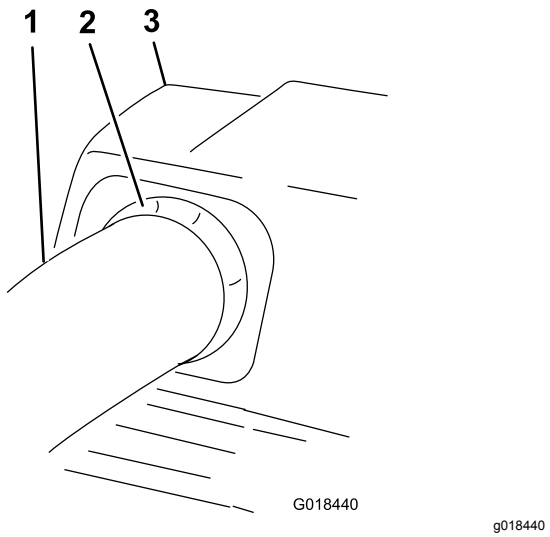

Figur 29
11. Dra det øvre røret litt ut igjen, slik at tetningen strekkes utover og over det nedre røret (Figur 29).
20. Dra det øvre røret litt ut igjen, slik at tetningen strekkes utover og over vifteenheten (Figur 29).